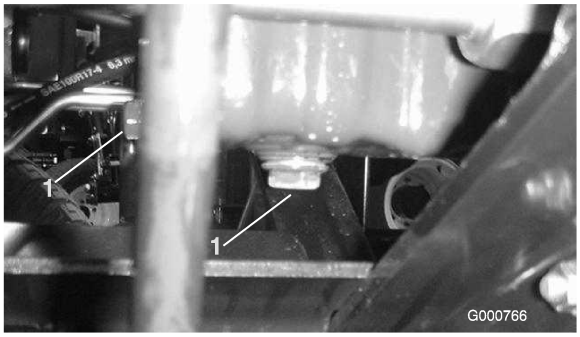

Figur 42
1. Afmonter den bagerste aftapningsprop (Figur 42), og lad olien løbe ned i en drænbakke. Monter aftapningsproppen igen, når olien holder op med at løbe.